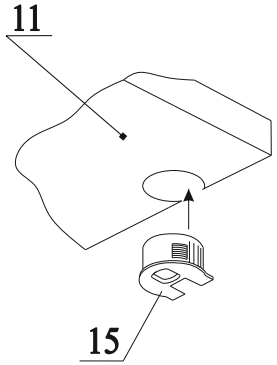

Рис.10
21. В отверстия на деталях 11 вбить полкодержатель с эксцентриком 15 (рис.10);